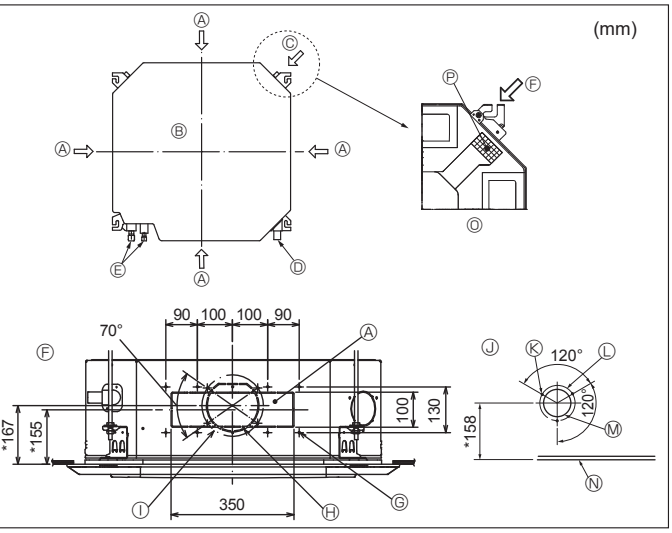

Fig. 3-4
3.4. Orifice pour le tuyau d’embranchement et orifice pour l’arrivée d’air frais (Fig. 3-4)
Lors de l’installation, utiliser les orifices des tuyaux (coupés) dont les positions sont indiquées dans les Fig. 3-4, en cas de nécessité.